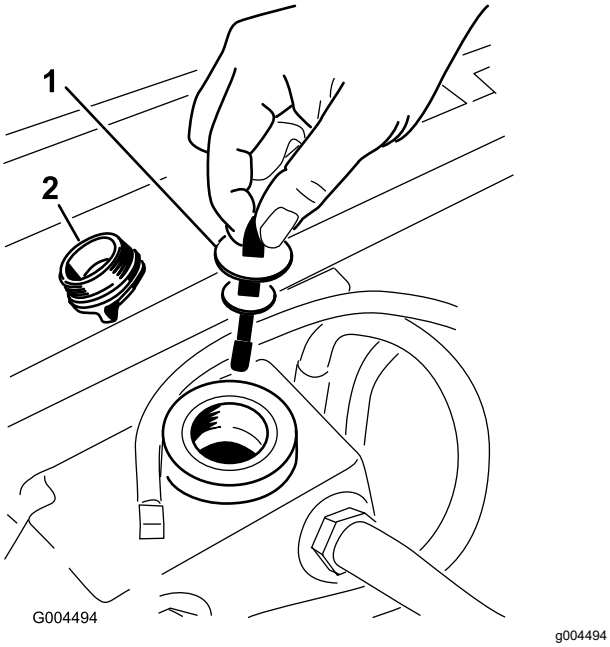

Figur 57
5. Afmonter hydraulikpåfyldningsdækslet fra påfyldningsstudsen (Figur 57).
6. Fjern målepinden, og aftør den med en ren klud (Figur 57).
7. Placer målepinden i påfyldningsstudsen, tag den op igen, og kontroller væskestanden (Figur 57).